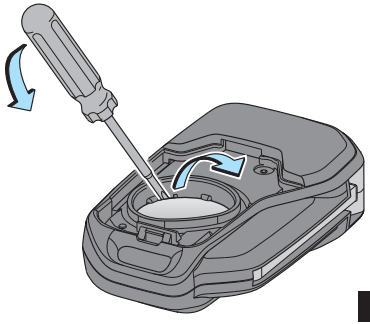

Fig. 13
- Using a small connector, gently lift the key fob battery from the side as shown in the figure. Care should be taken not to damage the key fob body **(ref. Fig. 13)**.